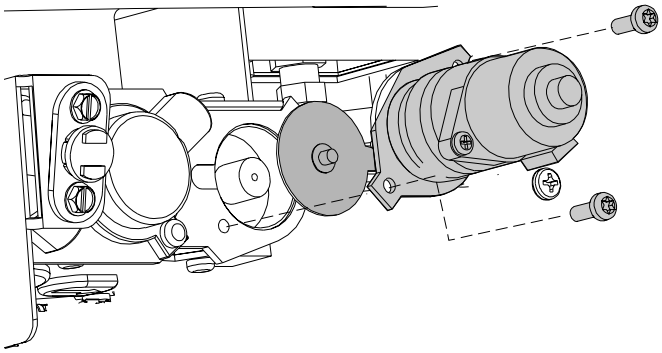

Figure7.7.
10. **Replace the Valve Regulator.** Fig. 7.7. Using a Torx T-20 screwdriver, remove the screws from the front of the original regulator. Remove the regulator components and replace them with the one from the conversion kit.